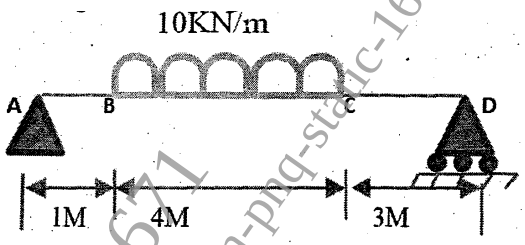

Figure 6
b) A simply supported beam carrying UDL as shown in Figure 6. Draw shear force and bending moment diagram. **[6]**